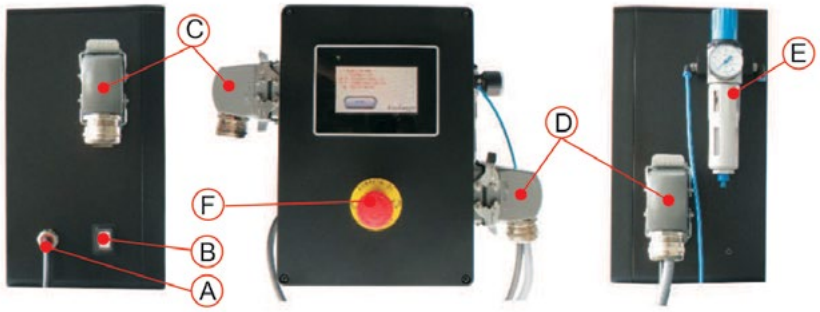

FIG. 1
PANNELLO DI CONTROLLO (FIG. 1)
2. Collegare il cavo della maschiatrice sulla presa (D- FIG. 1) del pannello riportante lo stesso numero di serie. Il numero di serie è stampato sulla parte posteriore della maschiatrice e a lato del pannello;
3. Collegare l'aria compressa in entrata (E - FIG. 1) regolandone la pressione come segue:
4. Nella presa C (FIG. 1) effettuare il collegamento del segnale **START**, oltre ad eventuali collegamenti per: **elettrovalvola controllo lubrificazione e livello olio, allarme per la pressa, segnale di fine ciclo, emergenza esterna.** Vd pagina 4 dello schema elettrico allegato al presente manuale;